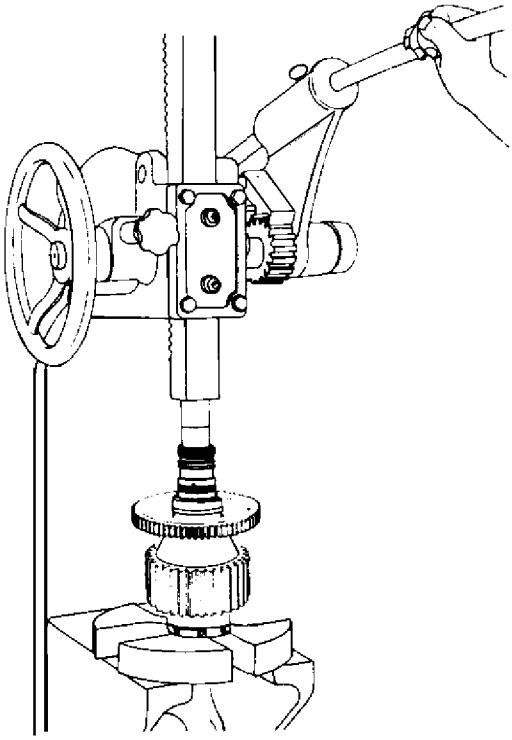

Figure 6. Installing Pinion Shaftgear Flanged Bushing Using 696185 Drift
c. Install replacement bushing using 6796185 drift (figure 6).